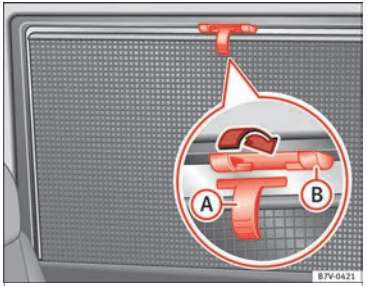

Fig. 143 On the rear right-hand window: sun blind
- Pull the sun blind by the handle ››› **Fig. 143** (A) up to the top.
- Hook both rings of the fastening rod in the spaces provided (B). Check that the sun blind is securely hooked into the spaces provided when it has been lowered (B).